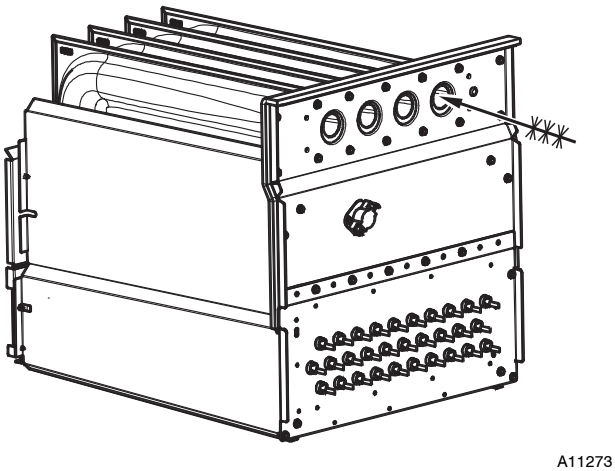

Fig. 61 - Nettoyage de la cellule de l'échangeur thermique
7. Nettoyer les ouvertures de l'échangeur thermique à l'aide d'un aspirateur et d'une brosse douce. Voir la Fig. 61.